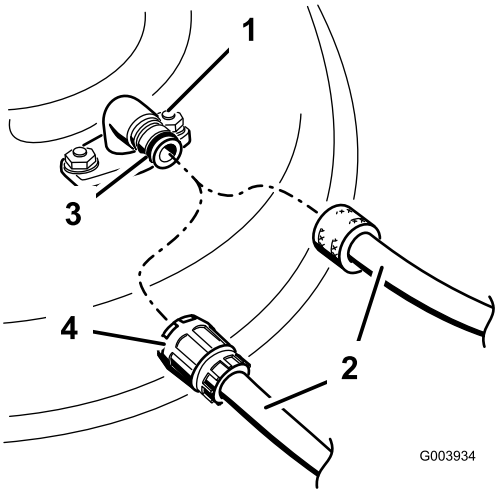

Figur 70
3. Anslut slangkopplingen till klipparens tvättkoppling och vrid på vattnet ordentligt (Figur 70).